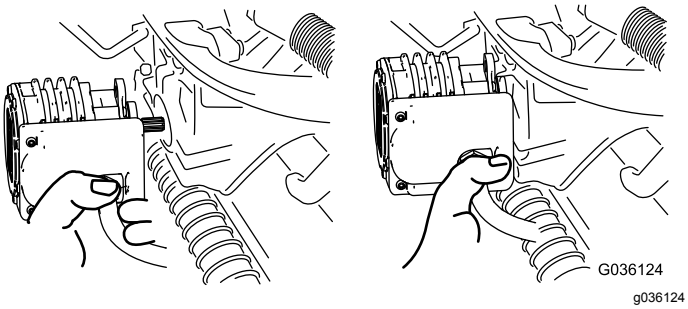

Rysunek 52
4. Umieść silnik w magazynku znajdującym się z przodu ramienia podwieszonego (Rysunek 52).